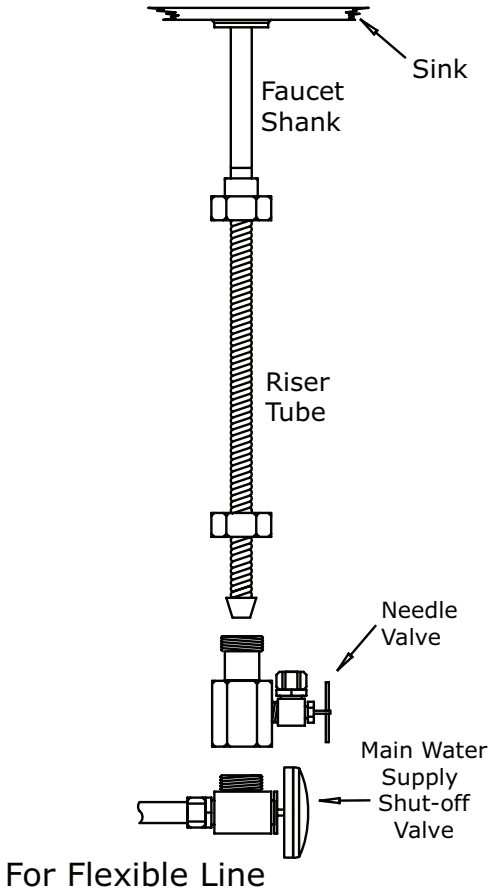
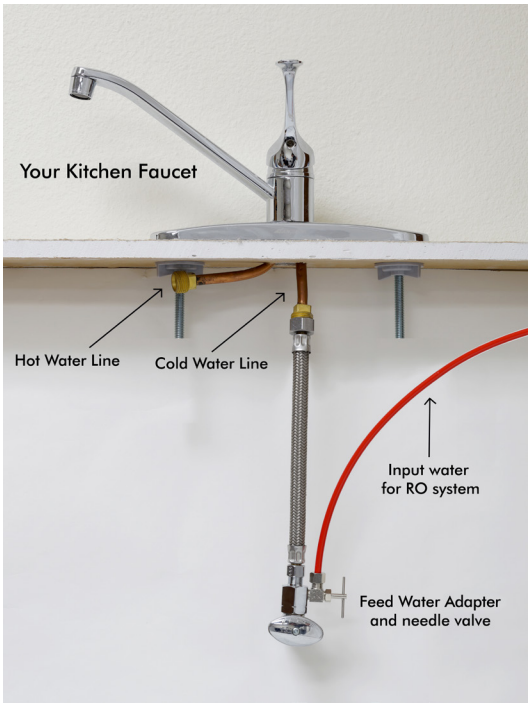

Fig. 5A
Fig. 5E
3. **Recommend Connection For Flex Line Riser**: See **Fig. 5A**. & **Fig. 5E** Loosen nut and separate cold water riser tube from shut off valve. Gently bend riser tube so that the Feed Water Adapter **(Fig. 4)** fits onto the shut off valve. Connect the riser tube, feed water adapter, and shut off valve together and **tighten**.